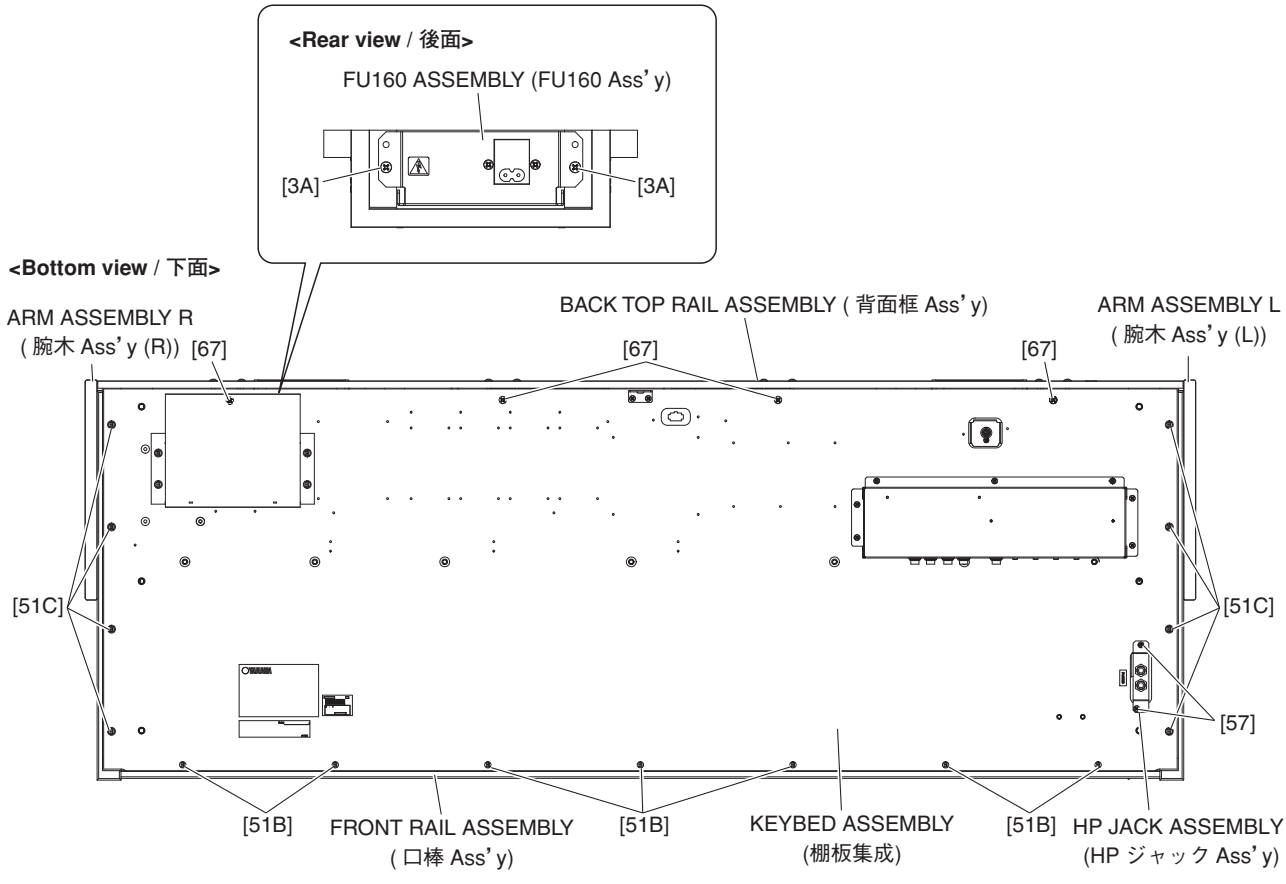

Fig. 11（図 11）
16-7. Remove the seven (7) screws marked [51B]. The front rail assembly can then be removed. (Fig. 11)
17-4. Remove the two (2) screws marked [3A]. The FU160 assembly can then be removed. (Fig. 11)
16-7. [51B] のネジ 7 本を外し、口棒 Ass'y を外します。(図 11)
17-4. [3A] のネジ 2 本を外し、FU160 Ass'y を外します。(図 11)
20-1. Remove the two (2) screws marked [57]. The HP jack assembly can then be removed. (Fig. 11)
20-1. [57] のネジ 2 本を外し、HP ジャック Ass' y を外します。(図 11)
21-4. Remove the six (6) screws marked [67]. The back top rail assembly can then be removed. (Fig. 11)
21-4. [67] のネジ 6 本を外し、背面框 Ass'y を外します。(図 11)
23-10. Remove the four (4) screws marked [51C]. The arm assembly L can then be removed. (Fig. 11)